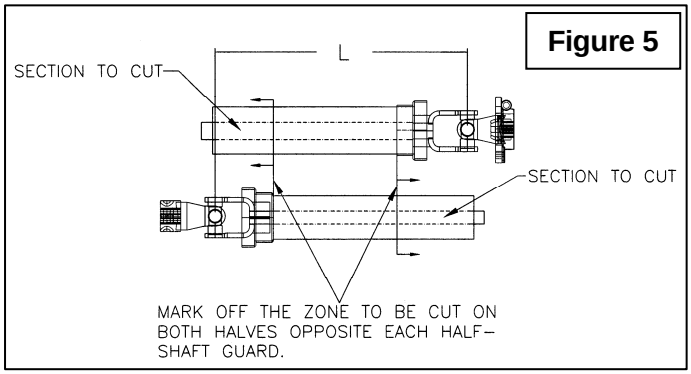

Figure 5
3. Hold the two half-shaft side by side and locate the **"L"** length between the two center-to-center half-shaft universal joints. Mark off the zone to be cut on both halves opposite each half-shaft guard as shown on Figure 5